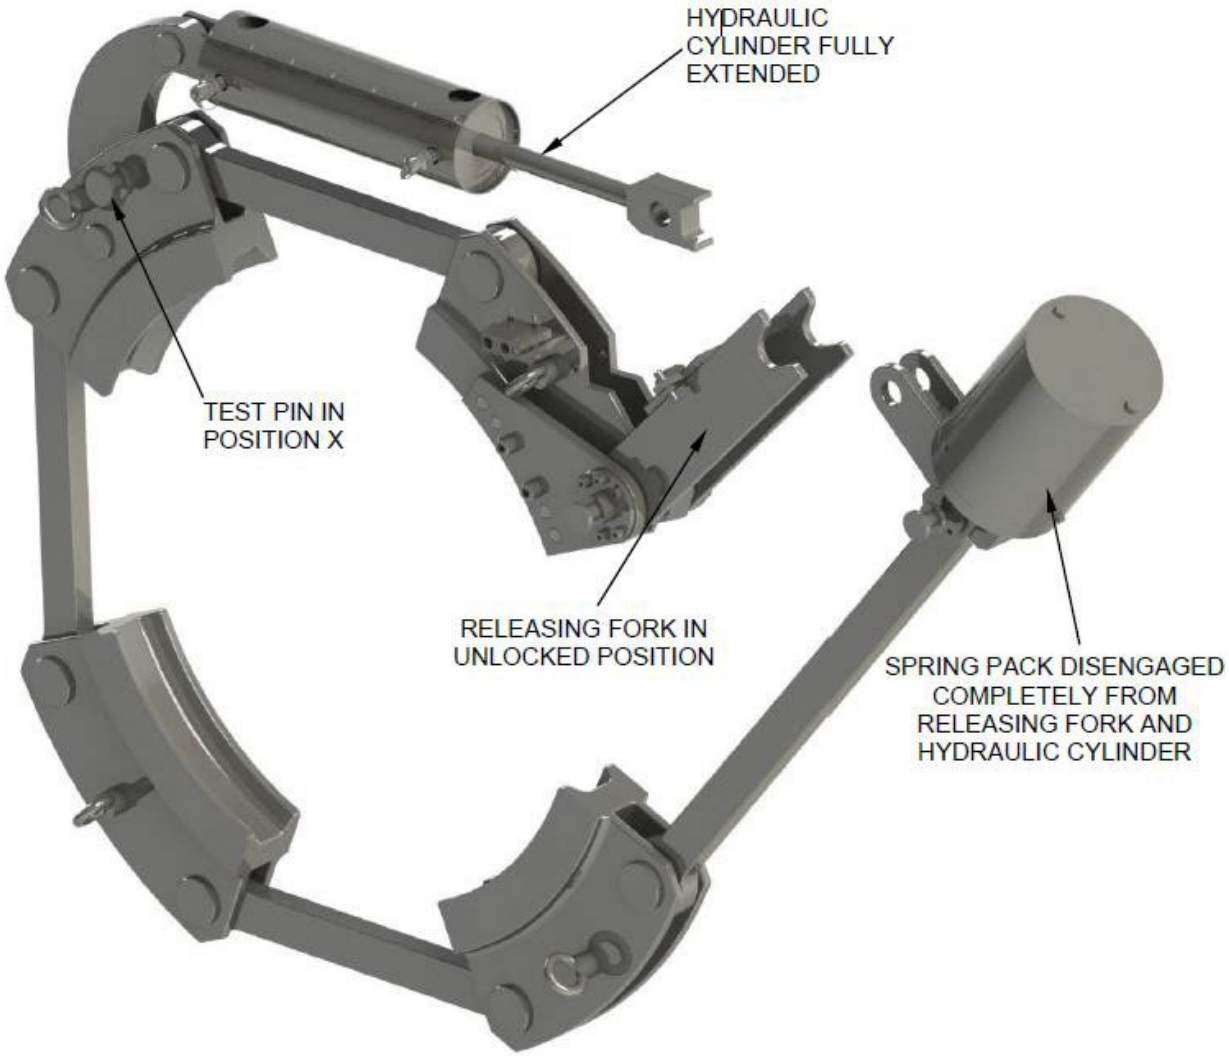

Figure 4 - REASSEMBLY BOLTING SYSTEM
Supplied as standard with each of the ERS are 4 off reassembly stud bolts and nuts; these are painted in red colour, see Figure 4 for details.
5. Manoeuvre the Marine Loading Arm so that the middle flanges of the two valve assemblies are approximately 100 mm apart. If necessary, attach a rope to the loading arm side valves, to bring the middle flanges of the valves approximately parallel. Insert the re-assembly bolting and fit the nuts as shown in Figure 4. Tighten the nuts evenly.